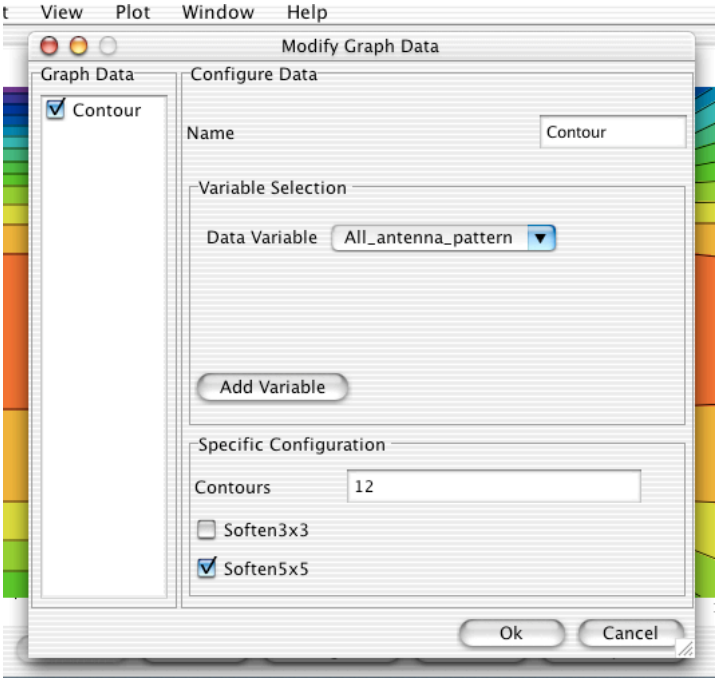

Figure 6.18 Specific panel for contour graph data
- Figure 6.18 above, the configurable options specific to the *Contour Graph* include: